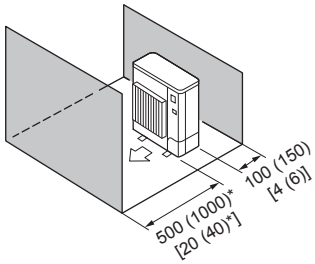

Fig. 2-10
⑤ Obstacles uniquement à l'avant et à l'arrière (Fig. 2-10)